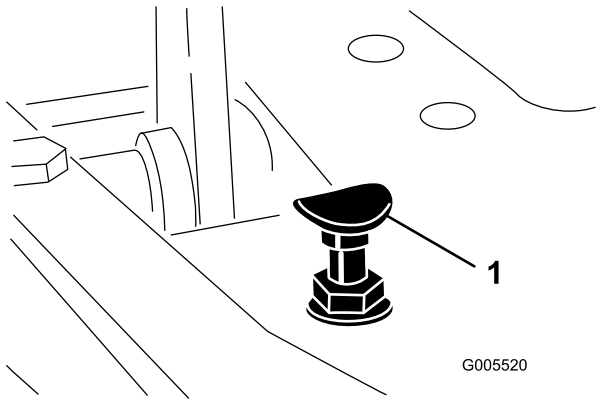

Figura 53
Para obtener la velocidad máxima de transporte, ponga la palanca de control funcional en la posición de transporte y pise el pedal de tracción. Si el pedal toca el tope (Figura 53) antes de que se note tensión en el cable, es necesario hacer un ajuste:
1. Ponga la palanca de control funcional en la posición de transporte y afloje la contratuerca que fija el tope del pedal a la chapa del suelo (Figura 53).